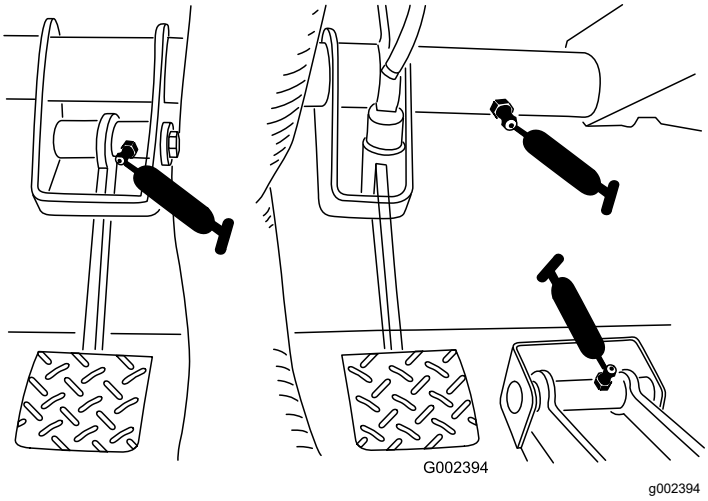

Figura 29
- **Embrague (1)**; consulte Figura 29
- **Acelerador (1)**; consulte Figura 29
- **Freno (1)**; consulte Figura 29